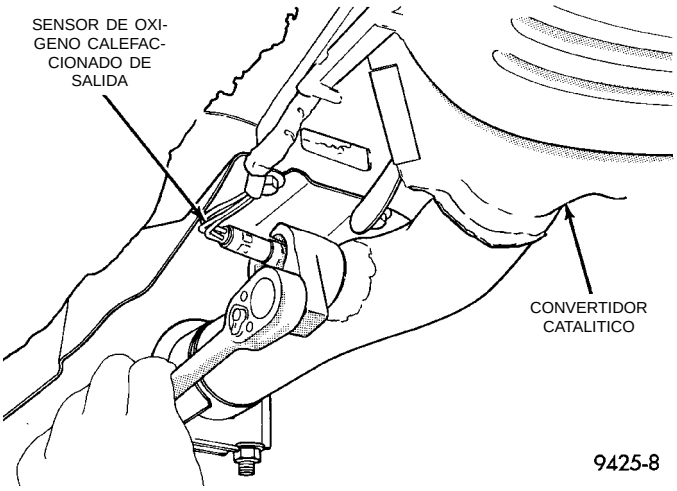

Fig. 102 Desmontaje/instalación del sensor de oxígeno calefaccionado de salida
(1) Eleve el vehículo.
(2) Desconecte el conector eléctrico del sensor.
(3) Desconecte el mazo eléctrico del sensor de los collarines situados a lo largo del cuerpo.
(4) Retire el sensor con una llave de pata para sensores de oxígeno tal como la herramienta de calce instantáneo YA8875 o similar (Fig. 102).
(5) Cuando haya retirado el sensor, las roscas del tubo múltiple de escape deben limpiarse con el macho de roscar de 18 mm X 1,5 + 6E. Si utiliza nuevamente el sensor original, recubra las roscas con el compuesto antiagarrotamiento Loctite® 771-64 o equivalente.